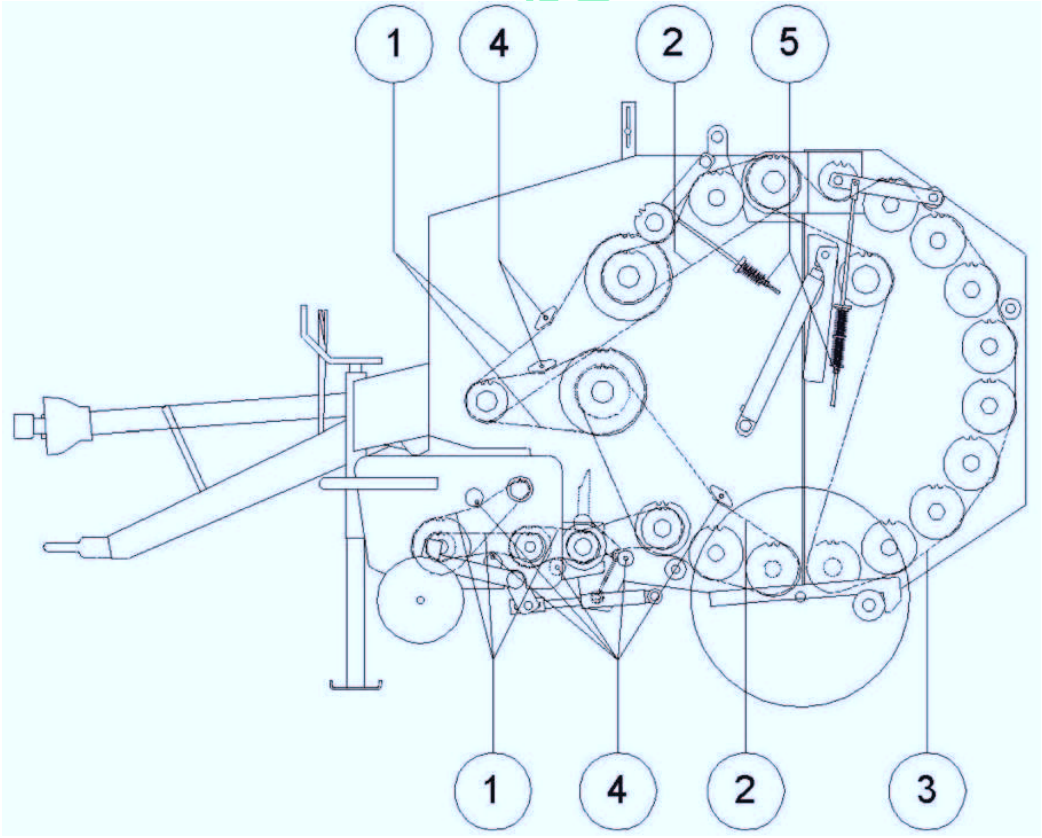

Рис. 19 Место натягивания и регулировки цепей.
- натяжных устройств (поз. 4 на рис. 19)
- регулировочного винта с пружиной (поз. 5 на рис. 19).